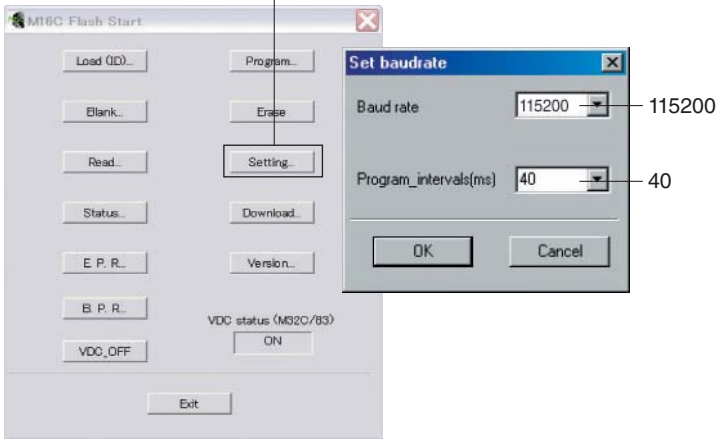

Fig. 5
6. Click [Setting], and set the baud rate. (Fig. 5)
6. [Setting] をクリックし、通信速度の設定を行います。(Fig. 5)